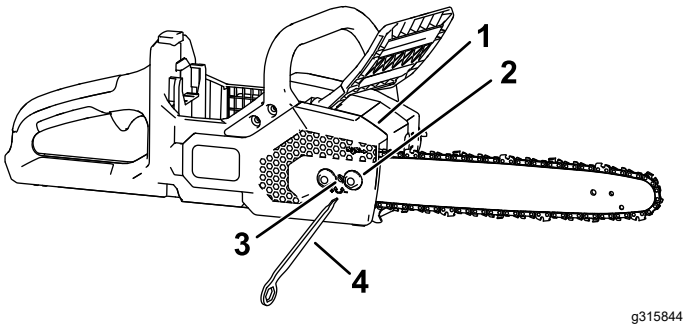

Figure 30
5. À l'aide de l'outil multifonction, desserrez les écrous captifs du couvercle latéral, mais laissez-le en place (Figure 30).
7. À l'aide de l'outil multifonction, ajustez la tension de la chaîne, puis fixez le couvercle latéral sur la tronçonneuse en serrant les écrous captifs (Figure 30).
2. Déposez le couvercle latéral en desserrant les 2 écrous captifs de fixation (Figure 30).
3. Détendez la chaîne en tournant la vis de tension dans le sens antihoraire (Figure 30).